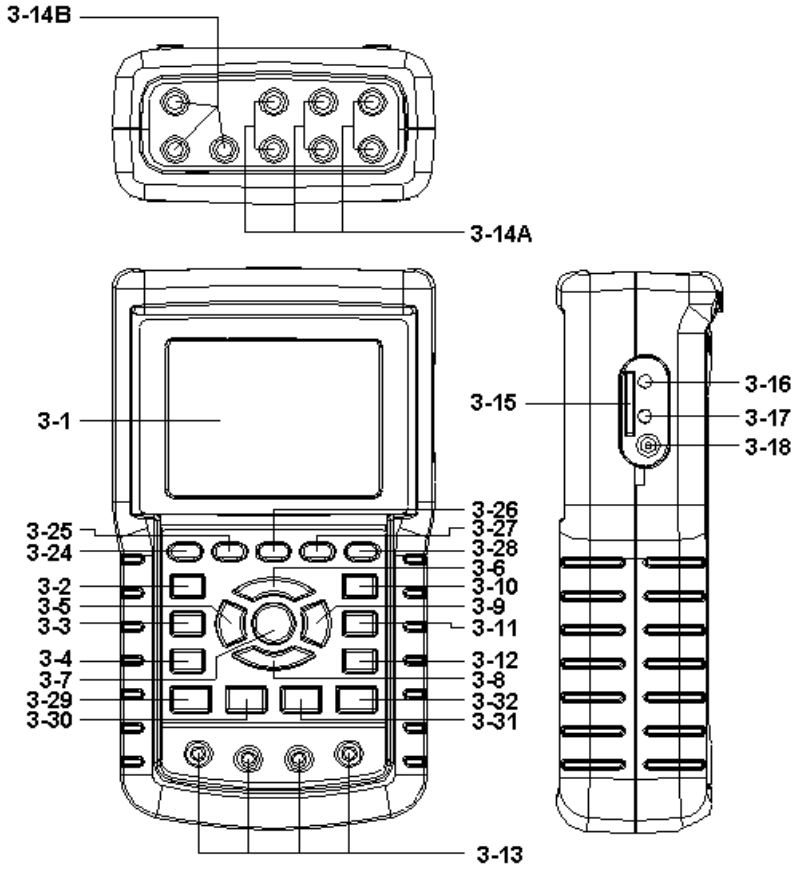

Fig. 1
1) POWER KEY (3-7, Fig. 1) :
2) 1Φ 3Φ (phase/wire) KEY (3-2, Fig. 1) :
3) A (current) RANGE KEY (3-10, Fig. 1) :
4) REC KEY (3-9, Fig. 1) :
5) HOLD KEY (3-5, Fig. 1) :
6) BACKLIGHT KEY (3-6, Fig. 1) :
7) SETUP KEY (3-12, Fig. 1) :
8) EXIT KEY (3-8, Fig. 1) :
9) SHIFT KEY (3-11, Fig. 1)
10) UP (▲) KEY (3-3, Fig. 1) :
11) DOWN (▼) KEY (3-4, Fig. 1) :
12) Harmonic Analysis Left Key (3-24, Fig. 1)
13) Harmonic Key (3-25, Fig. 1)
14) Harmonic Analysis Right Key (3-26 , Fig. 1)
Select Key (3-27, Fig. 1)
Input Range Select Key (3-28, Fig. 1)